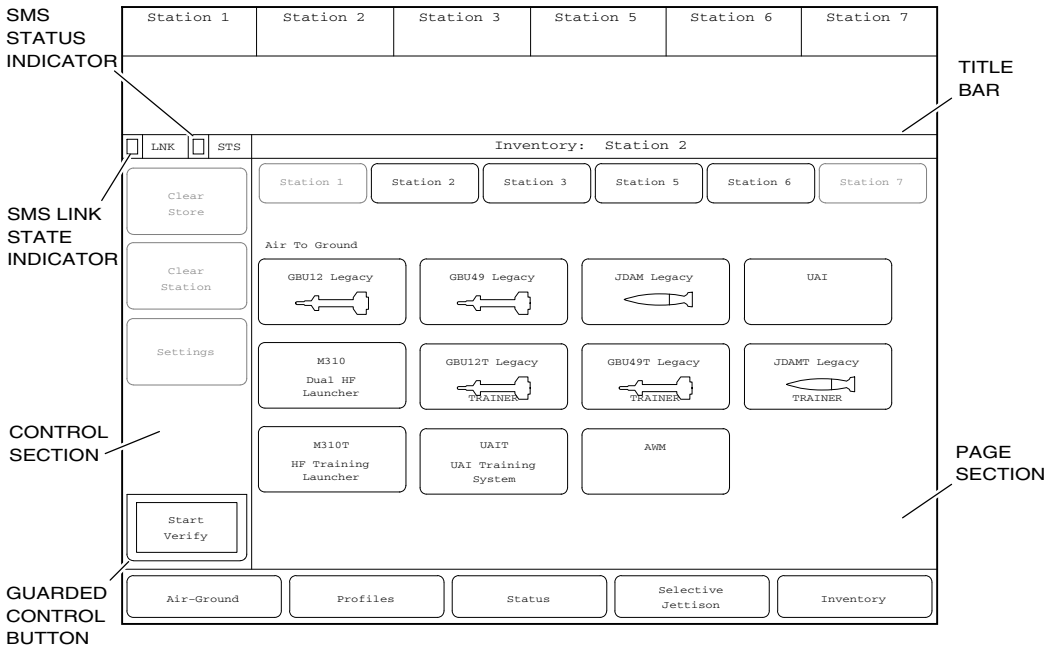

**Figure 1-4. Work Area.**
1.3.1.2 Work Area. The Work Area is the main area in which inputs are made and is located between the System Mode and Loadout Display Areas. The LNK indicator, STS indicator, Title Bar, and Control and Page Sections are located within the Work Area (Figure 1-4). The LNK indicator is located in the upper left corner of the Work Area above the Control Section. The indicator provides a visual reference of the SMS link state between the GSMS and the RPA. There are four status indications that can be presented that are listed below:
The STS indicator is located to the right of the LNK indicator in the upper left corner of the Work Area above the Control Section (Figure 1-4). The STS indicator provides the state of the SMS health. There are five indications that can be presented:
The Control Section is located to the left side of the Work section just below the SMS Link State Indicator and contains Control Buttons (Figure 1-4). The initial set of Control Buttons are determined by what System Mode is currently selected and can further be changed depending on what Control Button is selected. Certain System Mode and Control Button selections will provide a guarded button, represented with right angled top corners and rounded bottom corners. A guarded button must be pushed twice within a limited time (less than 5 seconds) for that selection to take effect.
The Title Bar is located at the top of the Work Area just above the Page Section (Figure 1-4). The Title Bar provides an indication of the System Mode and the current activity initiated by the Control Buttons or Page Section buttons for that mode, such as “Inventory: Station 2.”
The Page Section is located to the right of the Control Section, just below the Title Bar, and provides the main source of information display and manipulation (Figure 1-4). It displays various formats, depending upon the System Mode and Control Button options selected.